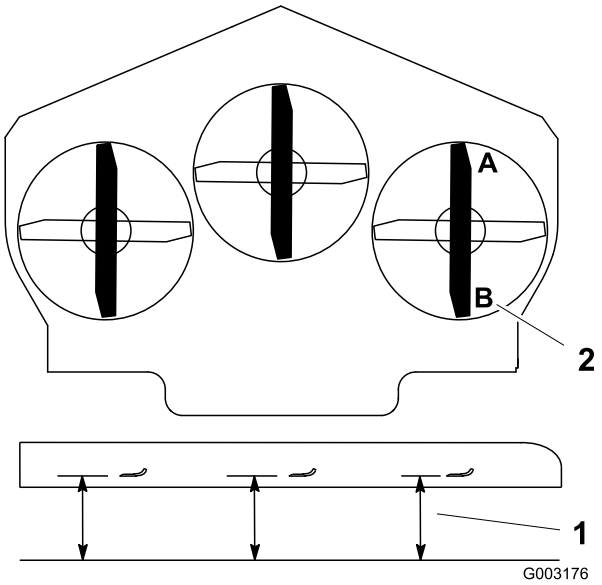

Figur 77
1. Plasser den høyre kniven på langs (Figur 77).
2. Mål den høyre kniven ved **A** fra en plan overflate til kniveggen på knivtuppen (Figur 77).
4. Mål den høyre kniven ved **B** fra en plan overflate til kniveggen på knivtuppene (Figur 77).
6. Kniven skal være 6–10 mm lavere ved stilling **A** enn ved stilling **B** (Figur 77). Dersom defleksjonen ikke er korrekt, gå til følgende trinn.